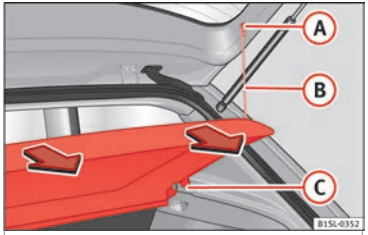

Fig. 137 In the luggage compartment: removing and installing the rear shelf
- Unhook the loops ››› **Fig. 137** (B) from housings (A).
- Extract the shelf from its housing (C) upwards and then pull it out.